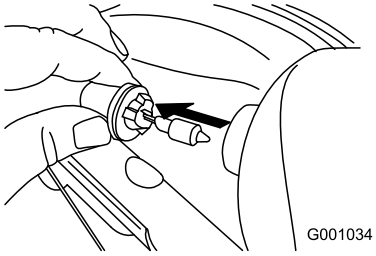

Figur 52
3. Fjern pæren direkte fra forlygtens bagside (Figur 52).